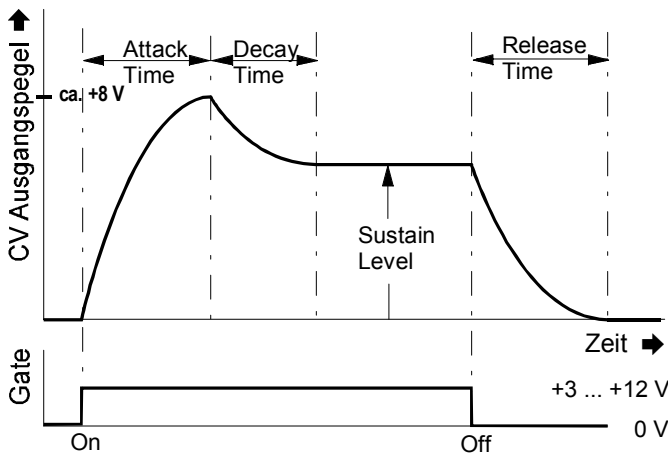

Abb. 1: ADSR-Hüllkurve und ihre Parameter
❶ **CV A** :	Eingang für Attack-Steuerspannung
❷ **CV D** :	Eingang für Decay-Steuerspannung
❸ **CV S** :	Eingang für Sustain-Steuerspannung
❹ **CV R** :	Eingang für Release-Steuerspannung
❺ **Gate**:	Eingang für Gate-Signal
❻ **Retrig.**:	Eingang für Retrigger-Signal
❼ **Output**:	Ausgang
Der VCADSR liefert an seinem Ausgang einen Steuerspannungsverlauf - die sogenannte **Hüllkurve** - sobald ein Gate-Signal am Gate-Eingang ⑤ anliegt (s. Abb. 1).